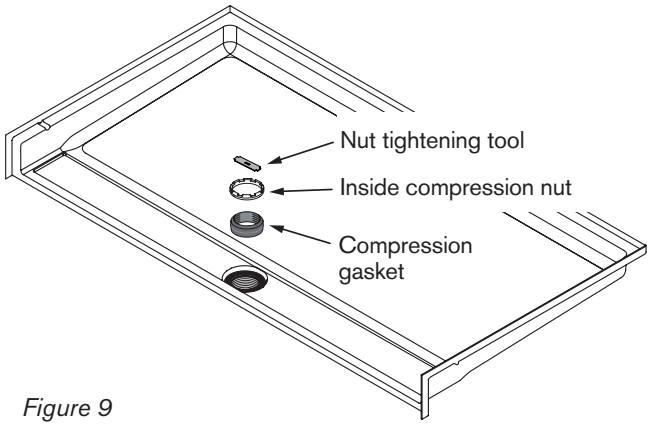

Figure 9
15. **FINISH DRAIN INSTALLATION:** Slide inside compression gasket into drain body and slip over pipe. **Make sure beveled end of inside compression gasket is facing up and flush with pipe surface.** *(Figure 9)*